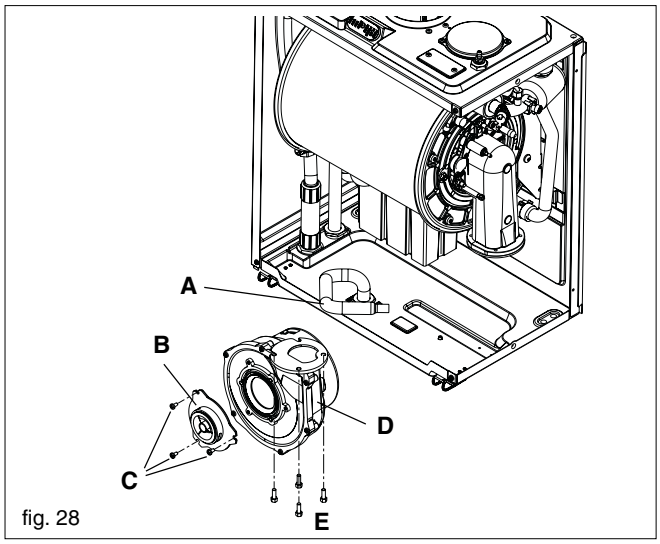

fig. 28
6.14 FLUE FAN & MIXER (fig. 28)